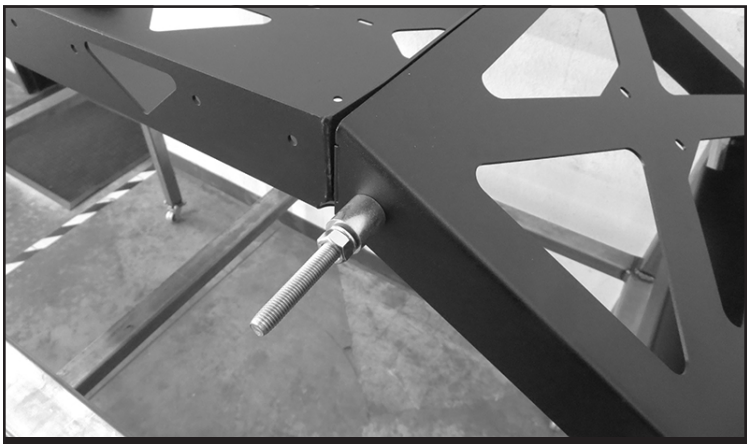

FIGURE 3 - STEP 2
2. Install FT98100-7-101 (Sleeve 1.063” long) onto the bolt thread along with a lock washer nut. Torque to 56 ft-lbs. **SEE FIGURE 3**